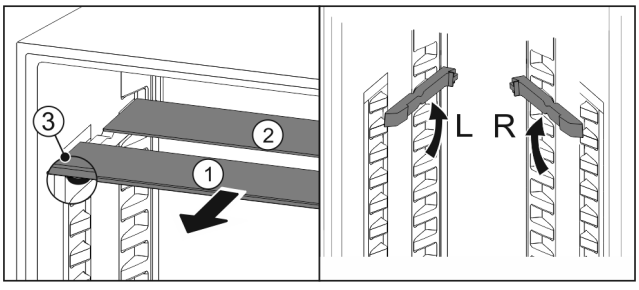

Fig. 99
▶ Trekk glassplatene enkeltvis fremover og ut *Fig. 99 (1)*.
▷ Glassplate *Fig. 99 (1)* med pyntelist ligger foran.
▷ Stoppere *Fig. 99 (3)* peker nedover.